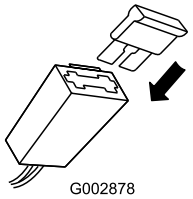

Figur 39
2. Sæt en ny sikring i sikringsholderen (Figur 39).